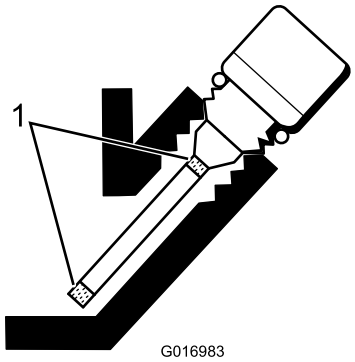

Figur 23
5. Hvis det er lite olje, tilsett kun nok olje til at nivået når opp mellom merkene på måleren (Figur 23). **Ikke fyll på for mye.**